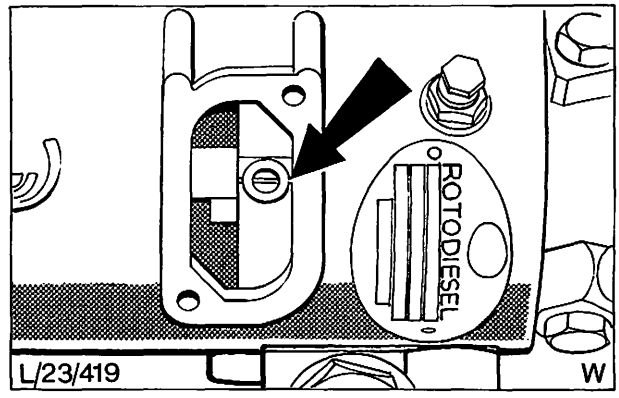

Abb. 42 Einspritzpumpe in Förderbeginnstellung eingestellt
16. Pumpeneinstellkerbe und Mitte der Einstellführung mit dem Auge gegeneinander ausrichten (siehe Abb. 42). Einstellstift (Teil des Werkzeuges Nr. 21-089) in Pumpenführung und Einstellkerbe einsetzen.